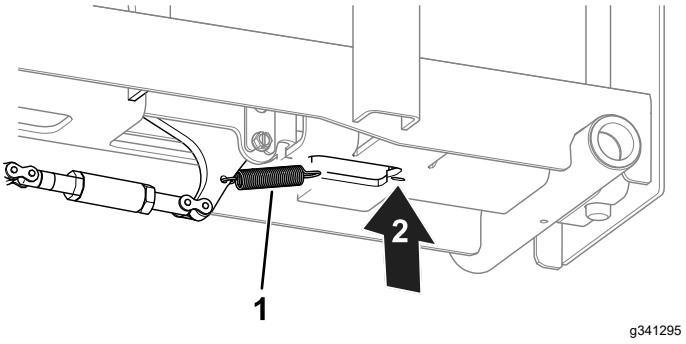

Figuur 15
9. Verbind de veer met de wielaanslag en onderkant van de oprijplaat (Figuur 15).